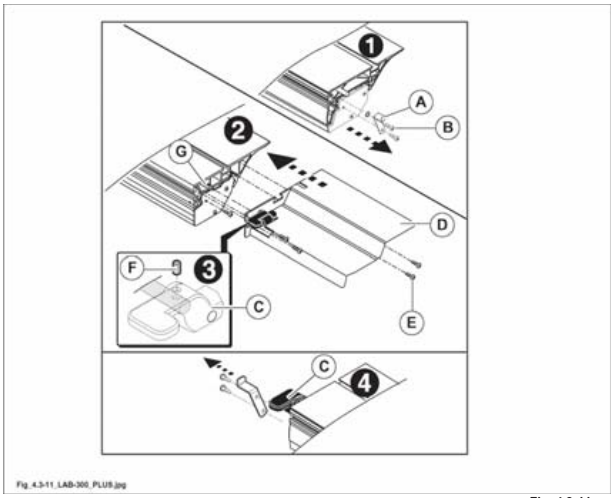

Fig. 4.3-11
1) Togliere il lamierino di bloccaggio (A fig. 4.3-11).
2) Riavvitare la vite (B fig. 4.3-11).
3) Posizionare la leva di bloccaggio (C fig. 4.3-11) nella sede del tappo di chiusura (D fig. 4.3-11).
4) Accostare il tappo di chiusura (D fig. 4.3-11) al vagone, accertarsi di allineare i piani e serrare le 4 viti (E fig. 4.3-11).
5) Serrare il grano (F fig. 4.3-11) assicurandosi che si inserisca nel foro del perno (G fig. 4.3-11).
La leva (C fig. 4.3-11), serve per bloccare il carro vagone nella posizione di riposo (vagone chiuso), e nella posizione di caricamento pezzo da lavorare (vagone traslato a fine corsa a destra).